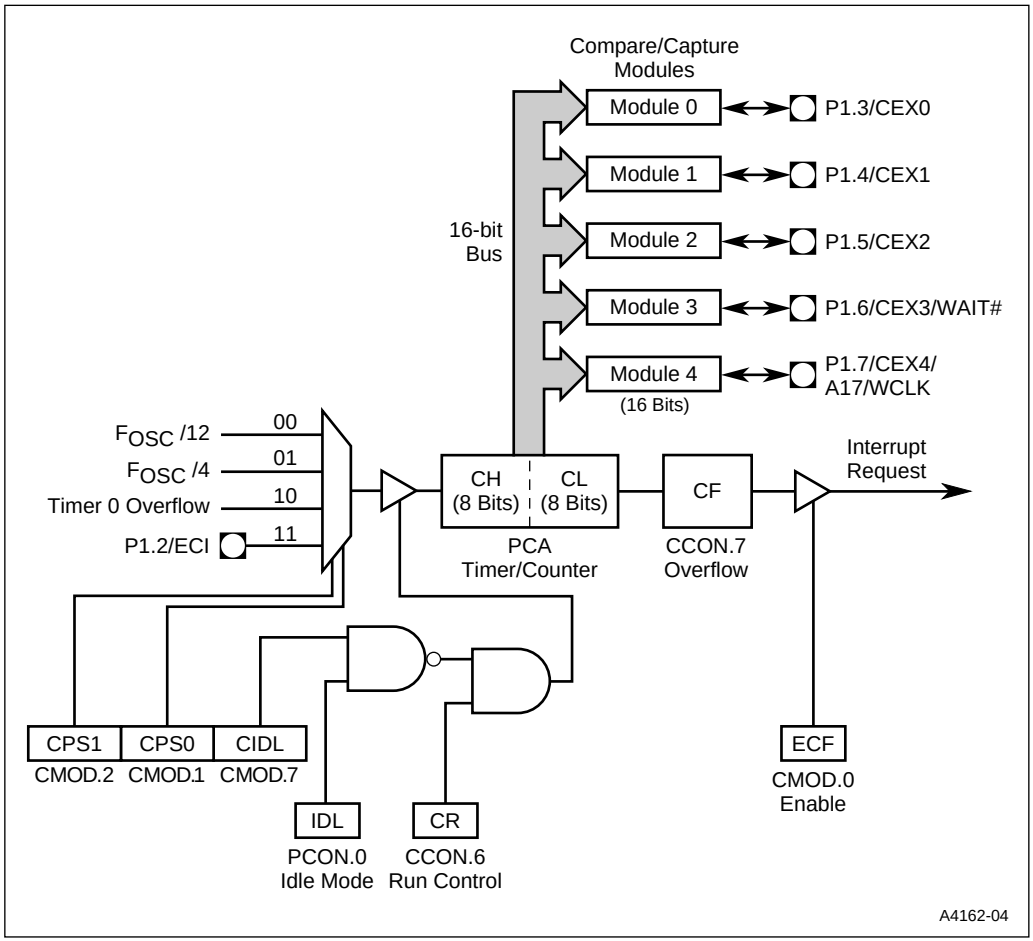
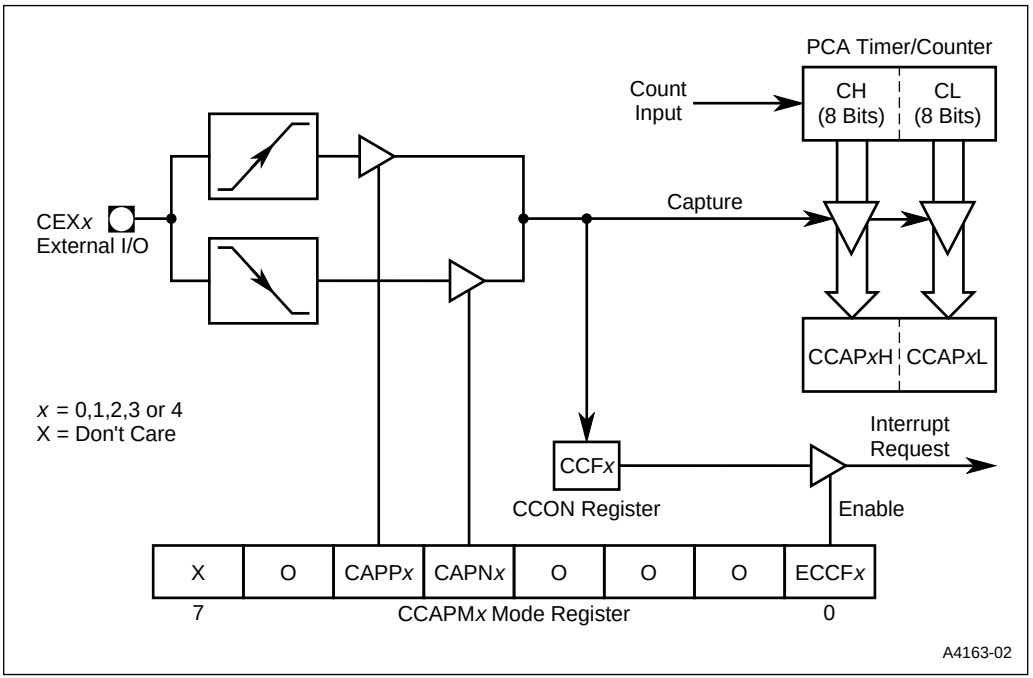

Figure 11-1. Programmable Counter Array†
Figure 11-2. PCA 16-bit Capture Mode
The programmable counter array (PCA) consists of a 16-bit timer/counter and five 16-bit compare/capture modules. The timer/counter serves as a common time base and event counter for the compare/capture modules, distributing the current count to the modules by means of a 16-bit bus. A special function register (SFR) pair, CH/CL, maintains the count in the timer/counter, while five SFR pairs, CCAP*x*H/CCAP*x*L, store values for the modules (see Figure 11-1). Additional SFRs provide control and mode select functions as follows:
The PCA timer/counter and the five compare/capture modules share a single interrupt vector. The EC bit in the IEN0 special function register is a global interrupt enable for the PCA. Capture events, compare events in some modes, and PCA timer/counter overflows set flags in the CCON register. Setting the overflow flag (CF) generates a PCA interrupt request if the PCA timer/counter interrupt enable bit (ECF) in the CMOD register is set (Figure 11-1). Setting a compare/capture flag (CCF*x*) generates a PCA interrupt request if the ECCF*x* interrupt enable bit in the corresponding CCAPM*x* register is set (Figures 11-2 and 11-3). For a description of the 8X930A*x* interrupt system see Chapter 6, “Interrupt System.”
Figure 11-1 depicts the basic logic of the timer/counter portion of the PCA. The CH/CL special function register pair operates as a 16-bit timer/counter. The selected input increments the CL (low byte) register. When CL overflows, the CH (high byte) register increments after two oscillator periods; when CH overflows it sets the PCA overflow flag (CF in the CCON register) generating a PCA interrupt request if the ECF bit in the CMOD register is set.
Setting the run control bit (CR in the CCON register) turns the PCA timer/counter on, if the output of the NAND gate (Figure 11-1) equals logic 1. The PCA timer/counter continues to operate during idle mode unless the CIDL bit of the CMOD register is set. The CPU can read the contents of the CH and CL registers at any time. However, writing to them is inhibited while they are counting (i.e., when the CR bit is set).
The logical configuration of a compare/capture module depends on its mode of operation (Figures 11-2 through 11-5). Each module can be independently programmed for operation in any of the following modes:
The capture mode (Figure 11-2) provides the PCA with the ability to measure periods, pulse widths, duty cycles, and phase differences at up to five separate inputs. External I/O pins CEX0 through CEX4 are sampled for signal transitions (positive and/or negative as specified). When a compare/capture module programmed for the capture mode detects the specified transition, it captures the PCA timer/counter value. This records the time at which an external event is detected, with a resolution equal to the timer/counter clock period.